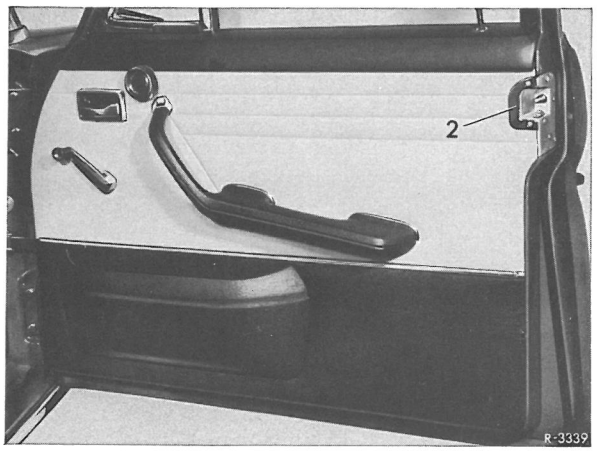

Fig. 72-7/1
5 Blænde (2) på lås afmonteres (fig. 72-7/1).